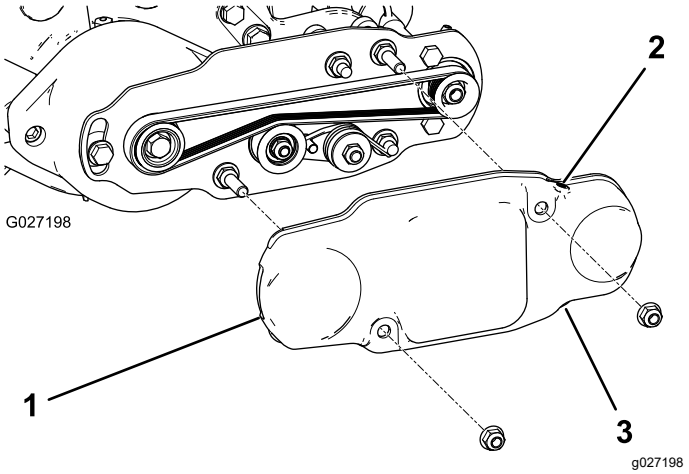

Figure 19
2. Glissez le couvercle de la courroie sur les boulons de montage et fixez-le avec 2 écrous à embase (Figure 19).